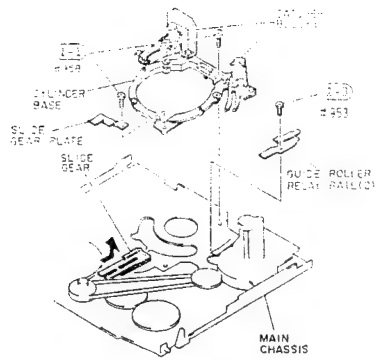

Fig. 2-71
1) Remove two (2) screws holding the cylinder base. (See Fig. 2-71)
(2) Guide Roller Relay Rail (2)
3) Remove one (1) screw holding the guide roller relay rail (2). (See Fig. 2-71)
4) Remove guide roller relay rail (2) from the main chassis.
3) Remove the slide gear in the direction of the arrow from the main chassis. (See Fig. 2-71)